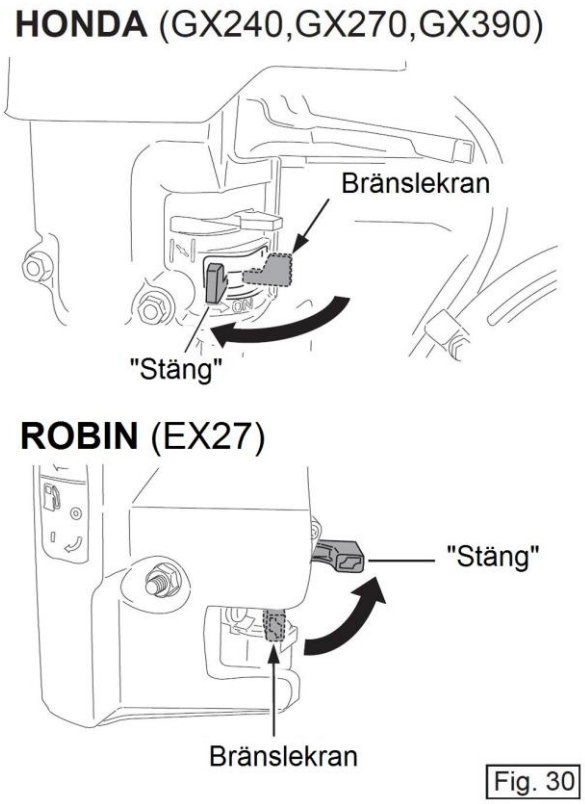

Fig. 30
3. Stäng bränslekranen. (Fig. 30)